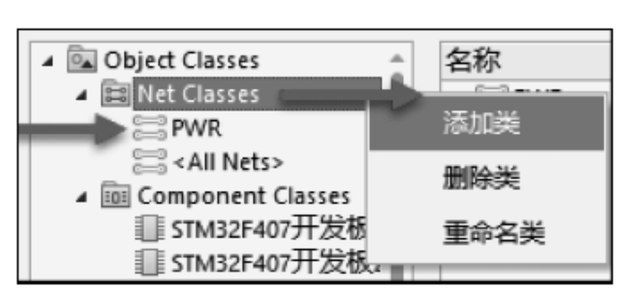

图 2-23　添加网络类
(2) 创建网络类。在 Net Classes(网络类)上右击,从弹出的快捷菜单中执行“添加类”命令,新建一个网络类,并将其命名为 PWR,如图 2-23 所示。